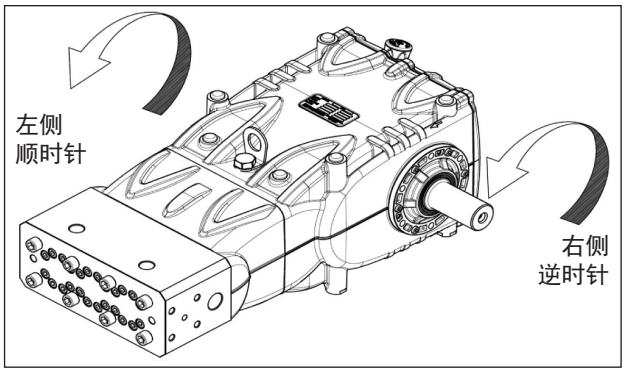

图 6
面向泵浦顶部，转动方向应如图 6般。
**备注**图 6中叙述的型号为右型。